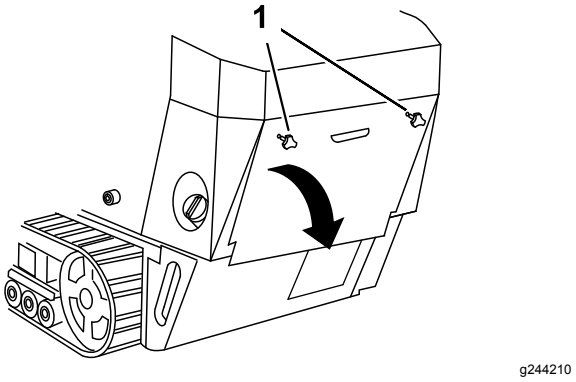

**Figur 26**
1. Skruva loss de bägge handrattarna som fäster den bakre åtkomstpanelen vid maskinen (Figur 26).
2. Luta den bakre åtkomstpanelen nedåt och ta bort den så att du kommer åt de inre delarna (Figur 26).